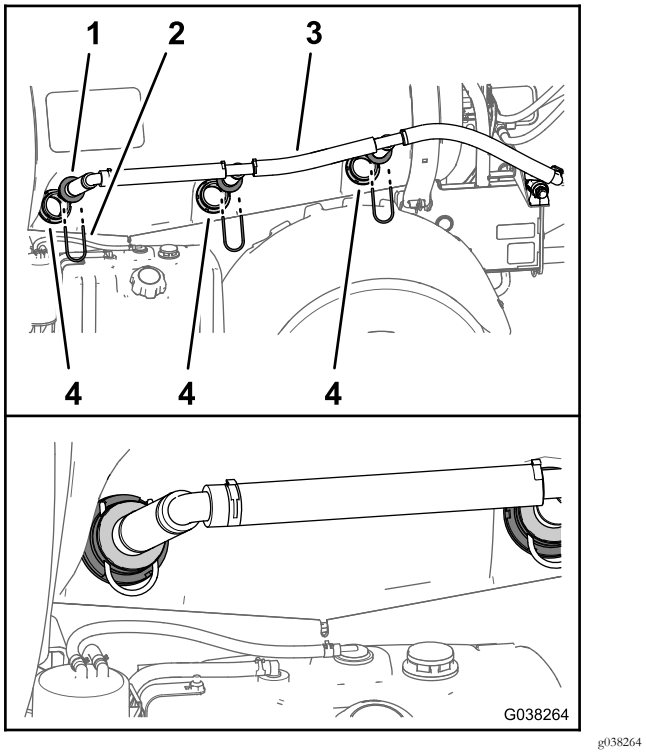

Figura 62
1. Insira os 3 bicos de agitação do conjunto de bicos de agitação nas uniões do anteparo do depósito do pulverizador (Figura 62).
2. Prenda os bicos de agitação com os 3 retentores (Figura 62) que retirou no passo 1 de Retirar os bicos de agitação do depósito de pulverização (página 13).